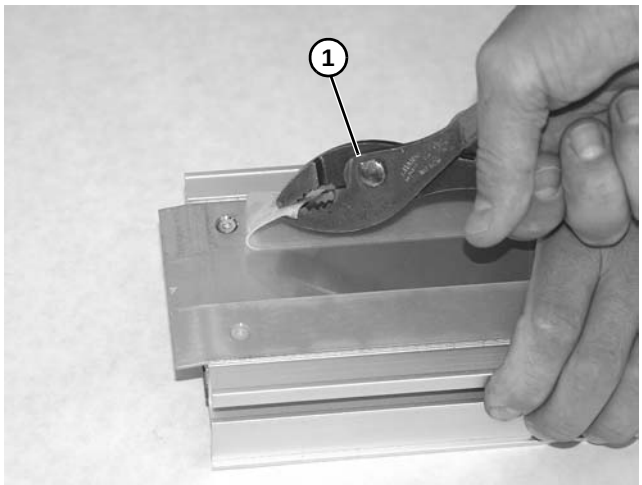

Abbildung 74
3. Alten Verschleißstreifen mithilfe einer Zange **(Abbildung 74, Teil 1)** entfernen.